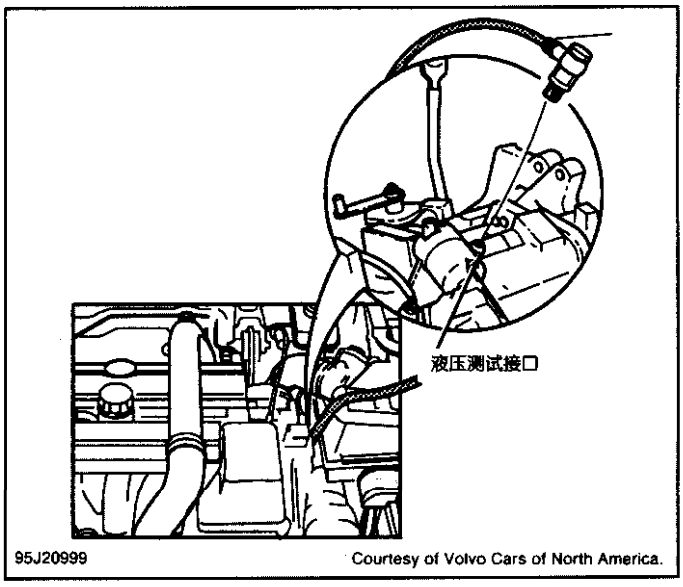

图 4 主油路压力测试端口位置
1) 确保变速驱动桥处于正常工作温度下。将压力表连到主油路压力测试端口。见图 4。